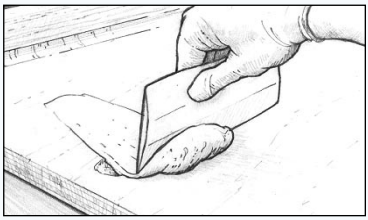

Figur 22 Påfør spartlingsmasse for at fylde alle huller og udglatte fyldningen til den rigtige form.
4. Påfør den fortykkede epoxyblanding på den vædede overflade med en plastspartel, og sørg for, at den føres ind i alle hulrum og fordybninger. Udglat epoxyen i den ønskede form, og lad blandingen ligge en smule højere end det omgivende område *(Figur 22)*. Fjern eventuel overskydende fortykket epoxy, før det hærder. Hvis du fylder huller, som er mere end 12 mm dybe, skal du påføre spartlingsblandingen af flere omgange, da dette gør det muligt for hvert lag at hærde delvist, før du fortsætter, og/eller brug 206-langsomhærder eller 209-ekstralangsomhærder afhængigt af temperaturen.